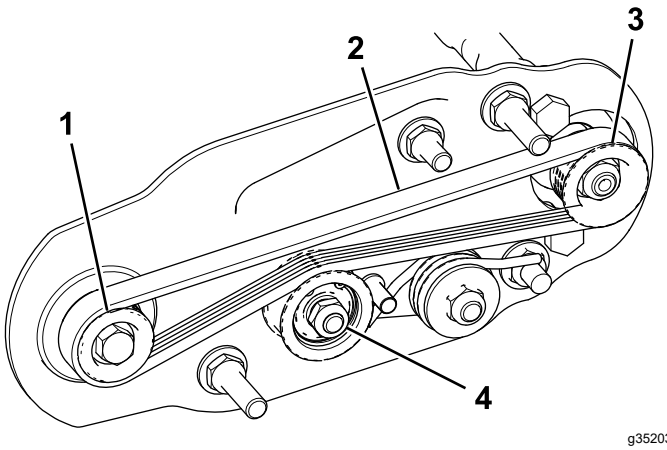

Figura 26
A. Passe a correia em redor da polia da **transmissão** e, em seguida, sobre a parte superior da polia intermédia (Figura 26).
B. Ligue a correia na polia **acionada** (Figura 26).